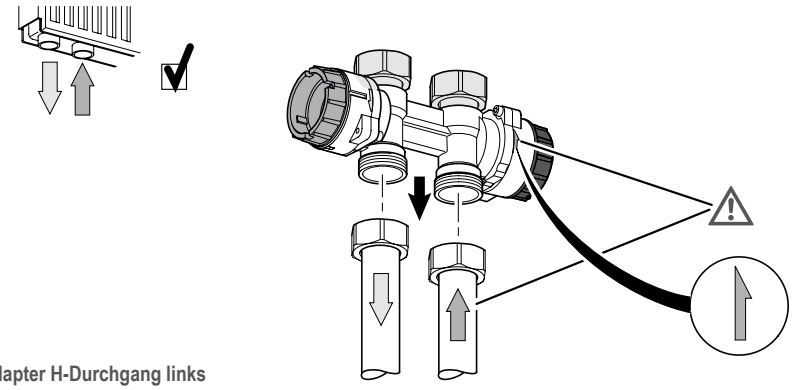
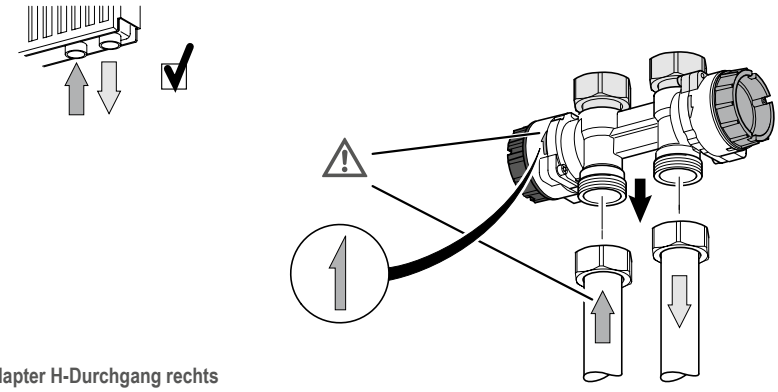

Fig. 11-3: Montage Adapter H-Durchgang links
Fig. 11-4: Montage Adapter H-Durchgang rechts
Durch Drehen des Adapters H-Durchgang um 180° um die senkrechte Achse ist der Adapter sowohl an Heizkörpern mit unterem Zweipunktanschluss rechts als an Heizkörpern mit unterem Zweipunktanschluss links montierbar (siehe Fig. 11-3 und Fig. 11-4). Bei Heizkörpern mit mittigem unteren Zweipunktanschluss kann die Position der Pumpe frei gewählt werden (rechts oder links).
- Adapter H-Durchgang mittels Überwurfmutter an Rohranschlüssen (Vorlauf und Rücklauf) montieren (siehe Fig. 11-3 bzw. Fig. 11-4).
Auf die korrekte Einbaulage gemäß Fig. 11-3 und Fig. 11-4 achten. Der sandgelbfarbene Bypass rücklaufseitig (pumpenseitig) muss an der jeweiligen Außenseite des zu montierenden Heizkörpers sitzen, Pfeilrichtungen auf Adaptergehäuse beachten (siehe Fig. 11-3 und Fig. 11-4).
- Adapter H-Durchgang mittels Überwurfmutter an Rohranschlüssen (Vorlauf und Rücklauf) montieren (vgl. Fig. 11-3 und Fig. 11-4).